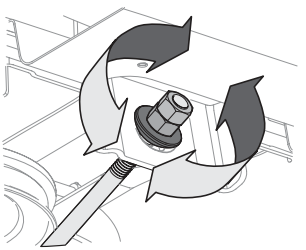

Fig. 41
4. Pour **relever** l'avant du plateau de coupe, desserrez l'écrou supérieur, puis resserrez l'écrou inférieur (tournez vers la droite) (Fig. 41). Une fois le réglage approprié effectué, serrez l'écrou supérieur à un couple de 25-30 pi-lb (34-41 N-m).
5. Pour **abaisser** l'avant du plateau de coupe, desserrez l'écrou supérieur, puis l'écrou inférieur (tournez vers la gauche) (Fig. 41). Une fois le réglage approprié effectué, serrez l'écrou supérieur.